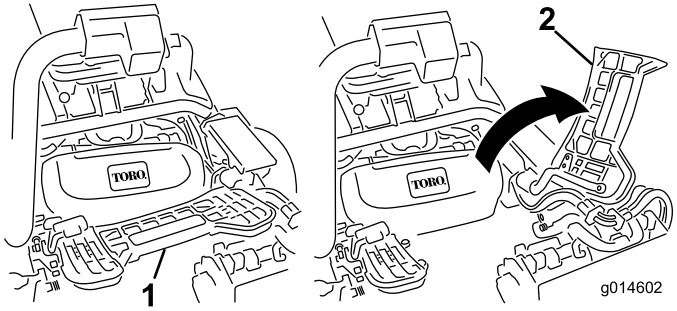

Figur 35
2. Hæv fodstøtten og vip den åben, så du får adgang til den midterste klippeenheds position (Figur 35).